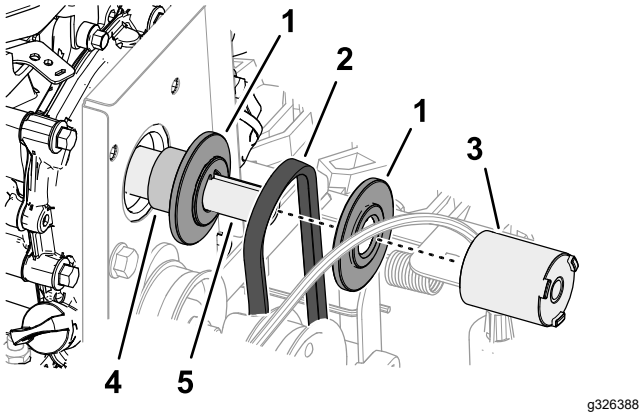

Figure 46
4. Déposez l'entretoise de poulie, la demi-poulie avant et la courroie de déplacement de 87,6 cm du vilebrequin du moteur (Figure 46).